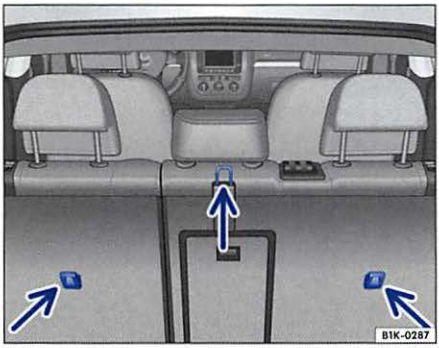

Fig. 34 Tether anchors for the rear seating positions on the backrest
- **Improper use of child restraint anchors (tether anchors) ⇒ fig. 34 -arrows- can lead to injury in a collision. The anchors are designed to withstand only those loads imposed by correctly fitted child restraints.**